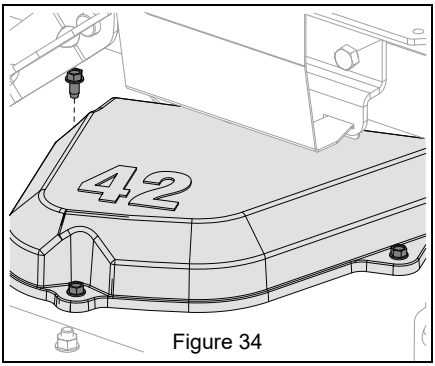

Figure 34
4. Reinstall belt covers with their original hardware. See Figure 34.